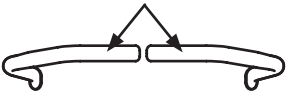

Fig. 20
2. Déplacez les leviers de contrôle droit et gauche au neutre, ce qui désactive également le frein de stationnement (Fig. 20).